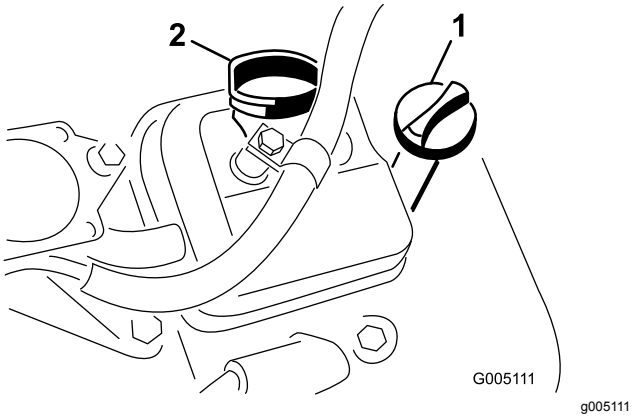

Figur 29
3. Sett peilestaven inn i peilestavrøret og skru den inn i røret (Figur 29).